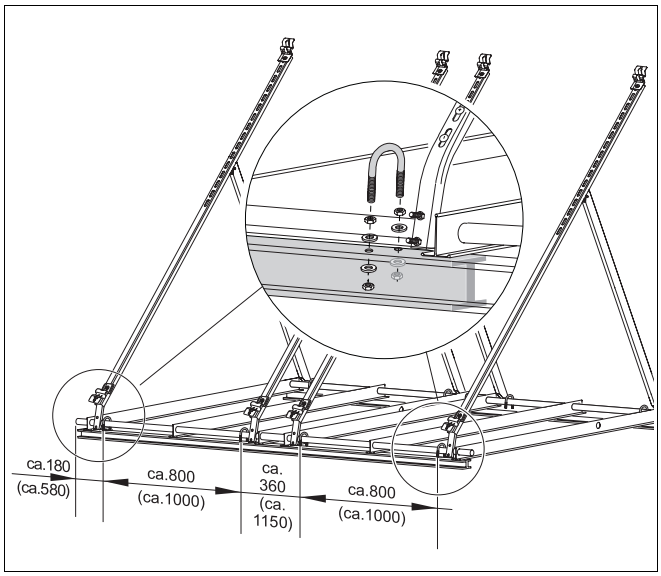

Afb. 38 Staander voor plat dak met beugelschroeven aan de dubbele T-dragers bevestigen (maten in mm, maten tussen haakjes gelden voor de horizontale uitvoering)
Fixeer elke staander voor plat dak (afb. 38) met ten minste vier ter plaatse aan te brengen beugelschroeven (1", M8/8.8).
- Schroef de beugelschroeven vast met de dubbele T-dragers (vgl. loep afb. 38).